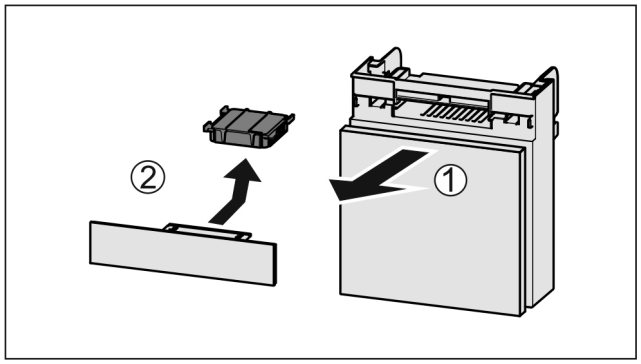

Fig. 141
- ▶ Fach nach vorne herausziehen *Fig. 141 (1)*.
- ▶ Aktivkohlefilter entnehmen *Fig. 141 (2)*.